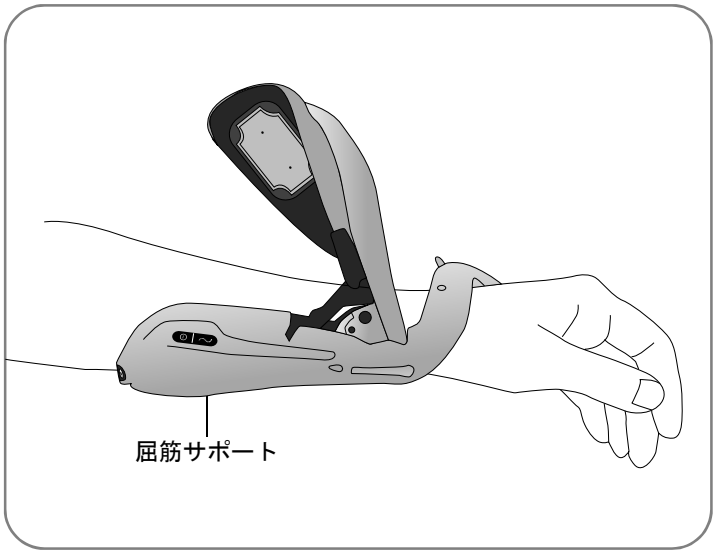

図 8-11：屈筋サポートの配置
3. 装具の屈筋サポートに前腕を挿入します（図 8-11 を参照）。